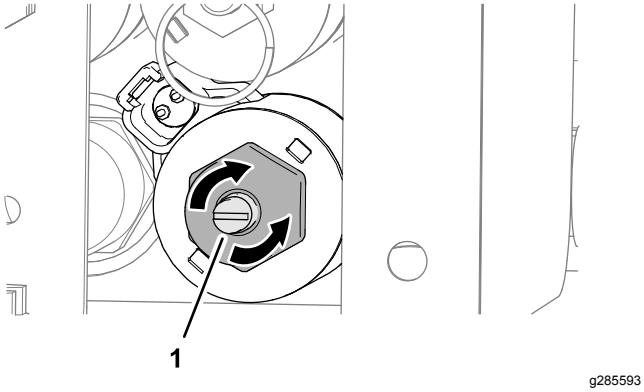

Figur 33
1. Vrid sexkantsskruven till säkerhetsventilen medurs för att öka golvhastigheten (Figur 33).